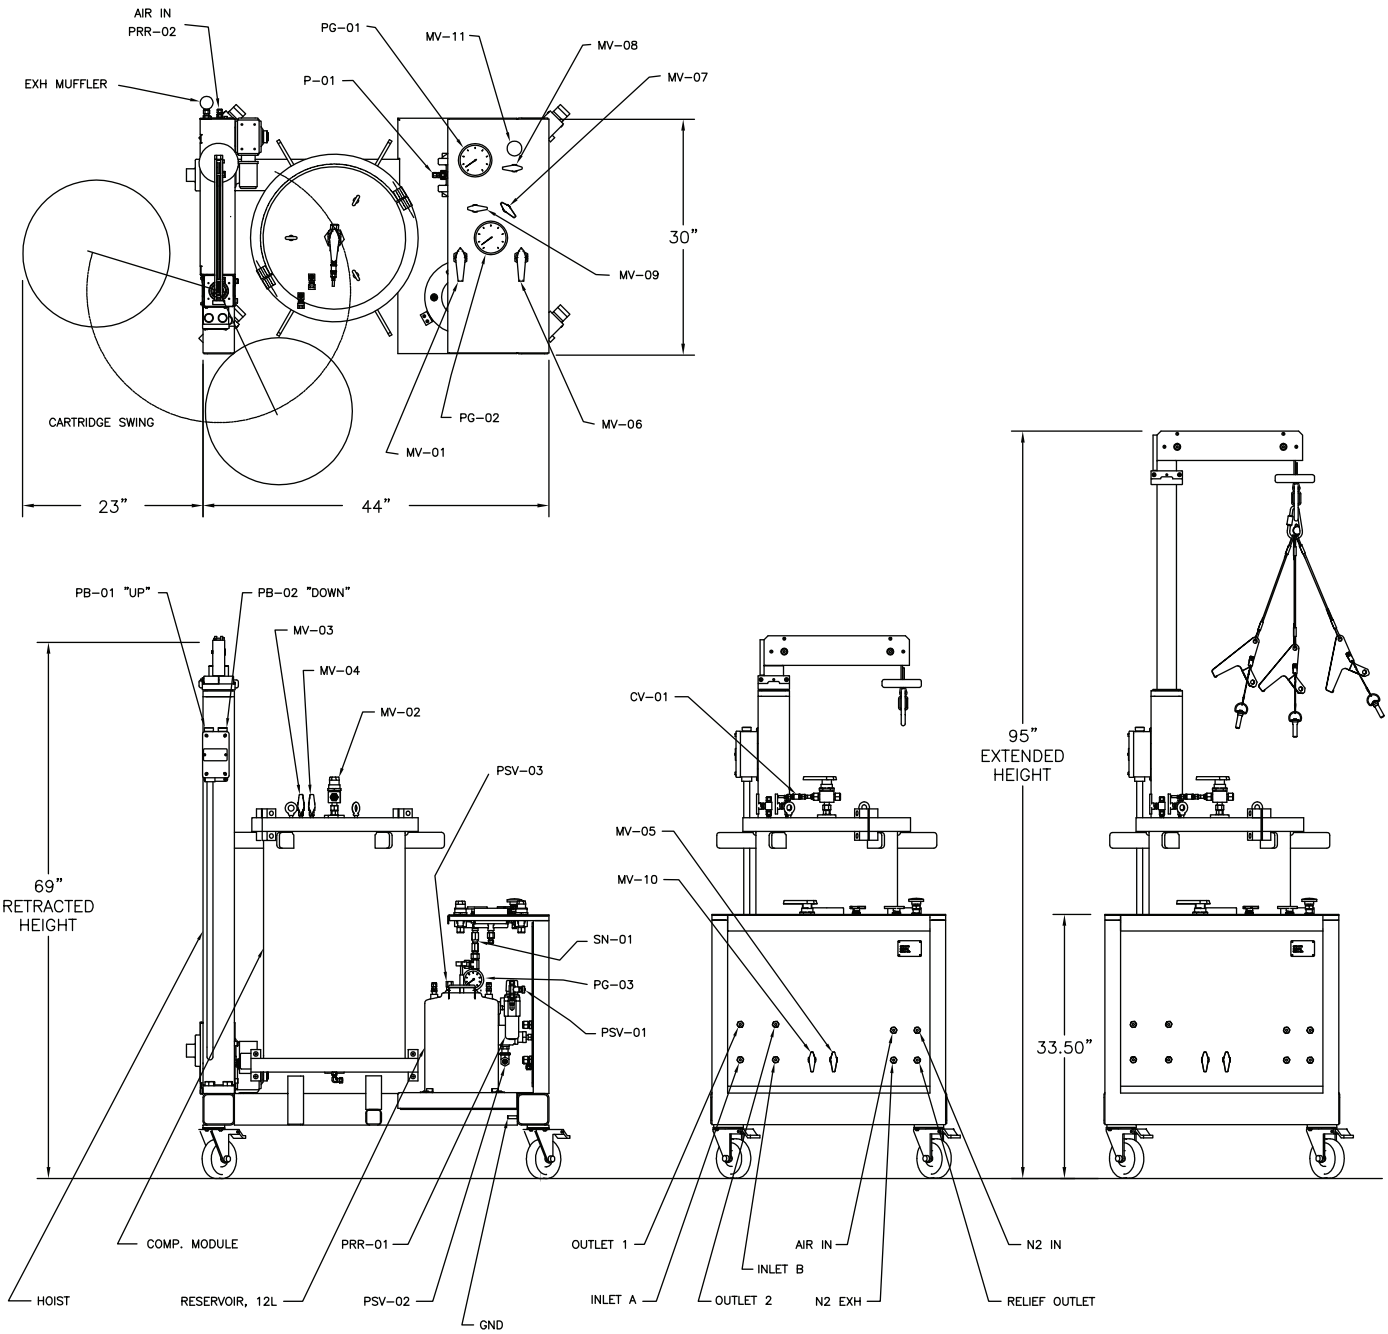

Figure 14. Component location and system dimensions.
For details about each component, see Figure 14 below, Table 7 on page 9, and the Flash 400 flow diagram located on page 35. For information on the ports on the side connection panel, see Table 6 on page 6.
If the system has been damaged or does not function properly, turn off the gas supplies, depressurize the system (all pressure gauges should read zero (0) bar/psig), open the vacuum break valves (see MV-04 and MV-05 in Figure 14 on page 8), and contact Biotage 1-Point Support (www.biotage.com).